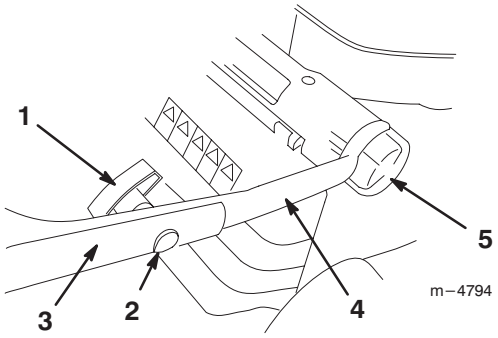

Abbildung 2
1. Die Einstellknöpfe für die Griffstangenhöhe lösen und die untere Griffstange zur Hinterseite des Rasenmähers drehen, bis sie wie in Abbildung 2 auf Seite 9 gezeigt in einer der Griffstangenhöheneinstellungen sitzt. Siehe dazu *"Einstellung der Griffstangenhöhe"* auf Seite 9.
3. Den oberen Griffstangenteil mit den Linsenschrauben und den Griffstangenknöpfen wie in Abbildung 2 gezeigt am unteren Griffstangenteil anbringen. **Die Griffstangenknöpfe fest anziehen.**
Die Griffstange kann auf drei Positionen eingestellt werden: hoch, mittel und tief (Abb. 2). Wählen Sie die Position, die für Sie am bequemsten ist.